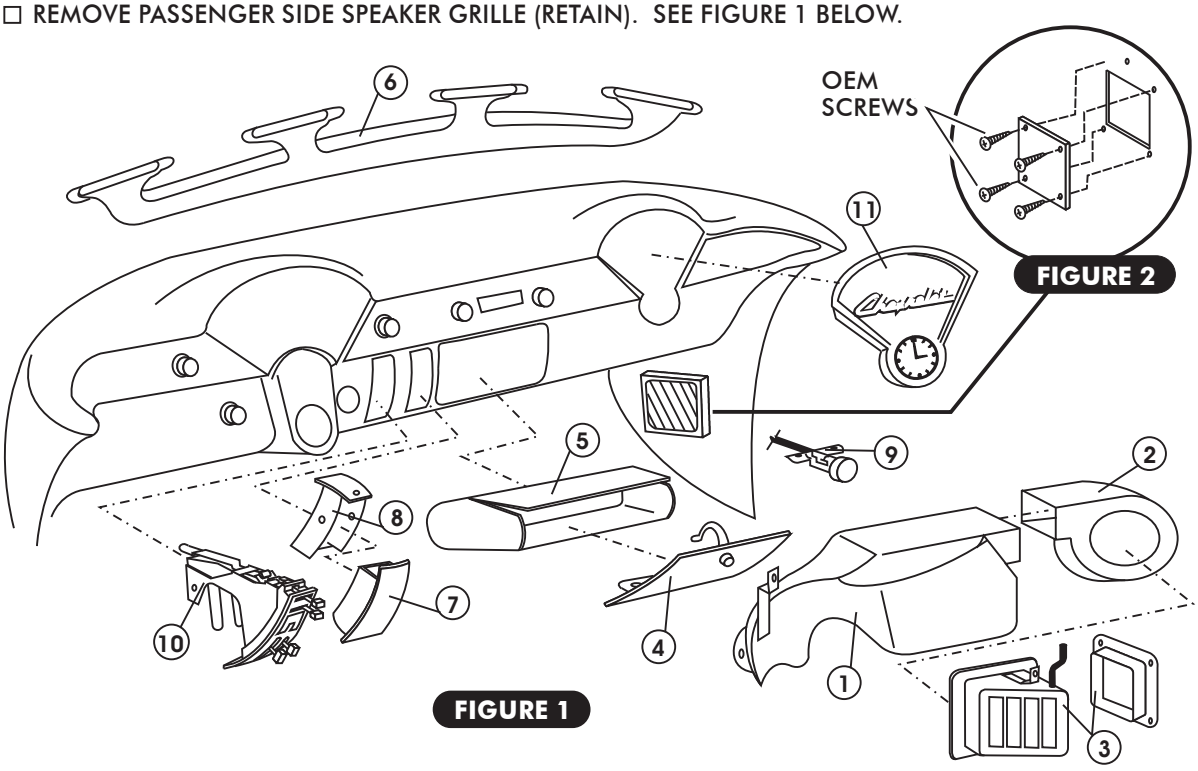

FIGURE 1
1. ☐ REMOVE OEM HEATER ASSEMBLY, INCLUDES: CONTROL CABLES, TWO (2) 7/16" NUTS ON FIREWALL AND ONE (1) UNDER DASH (DISCARD).
2. ☐ REMOVE HEATER BLOWER (DISCARD). SEE FIGURE 1 BELOW.
9. ☐ REMOVE VENT & CABLE FROM DASH (RETAIN. SEE FIGURE 1 BELOW.
11. ☐ REMOVE PASSENGER SIDE SPEAKER GRILLE (RETAIN). SEE FIGURE 1 BELOW.